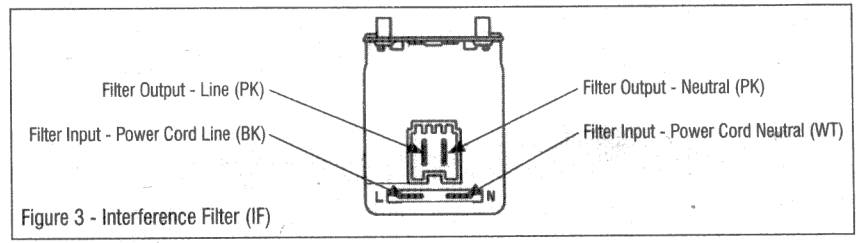

Figure 3 - Interference Filter (IF)
3. Visually check that all connections to the interference filter (IF) are securely connected. See Figure 3, below.
7. With a voltmeter set to **AC**, check for line voltage at the input of the interference filter. See Figure 3.
8. With a voltmeter set to **AC**, check for line voltage at the output of the interference filter. See Figure 3.